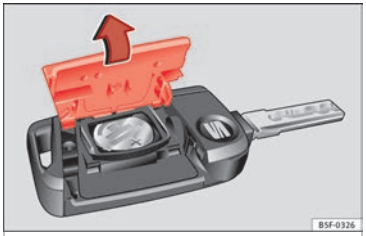

Fig. 120 Vehicle key: opening the battery compartment.
- Remove the cover from the back of the vehicle key ››› **Fig. 120** in the direction of the arrow ››› ❗.
- Fit the cover as shown ››› **Fig. 120**, pressing it onto the vehicle key casing in the opposite direction to that shown by the arrow until it clicks into place.